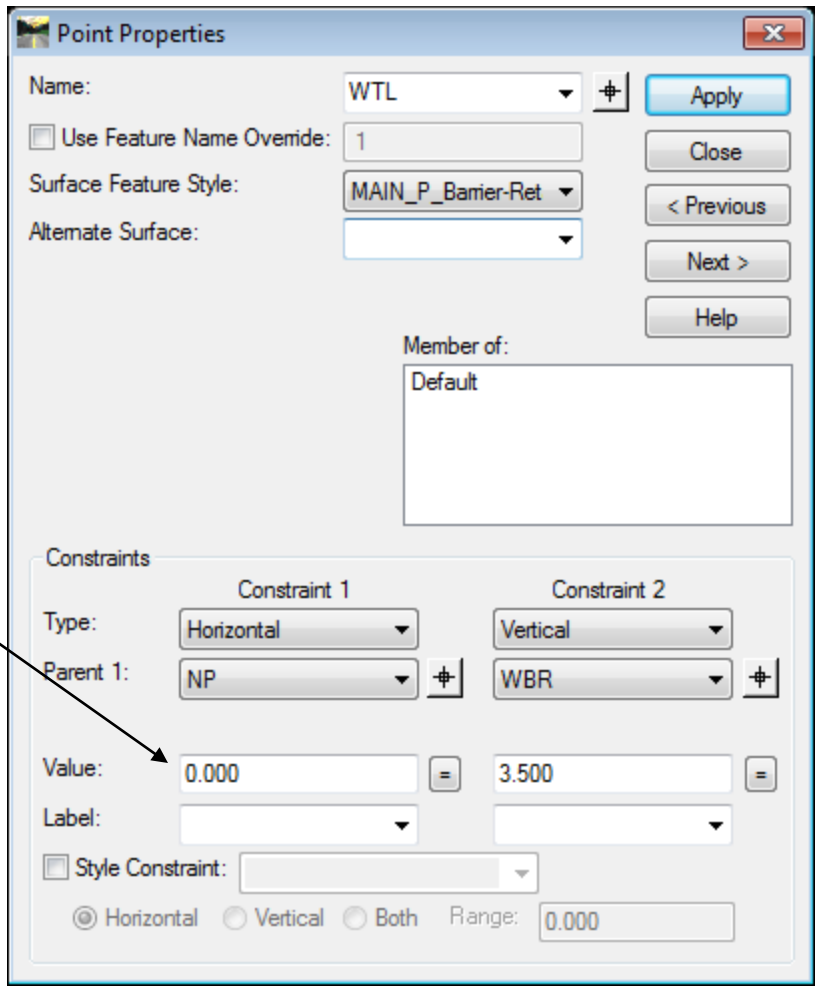

Figure L7-43 Point Properties
53.	**Edit Point 1.** • Double click on Point **1**. • In the **Point Properties** dialog that opens, match the entries shown in *Figure L7-43*. • Click **Apply** & **Close**. • Ensure Point **1** was renamed **WTL** (Wall Top Left).